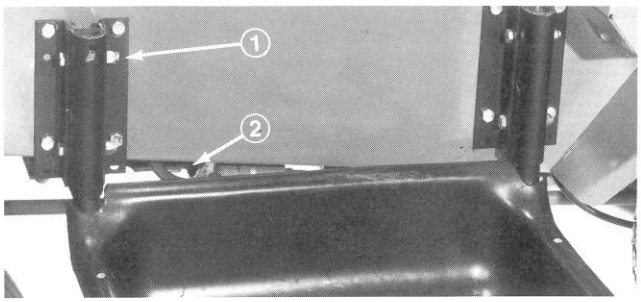

Figure 17
5. Mount lower support tube assembly to brackets with (4) 3/8-16x2¼" lg. capscrews and locknuts (Fig. 17).